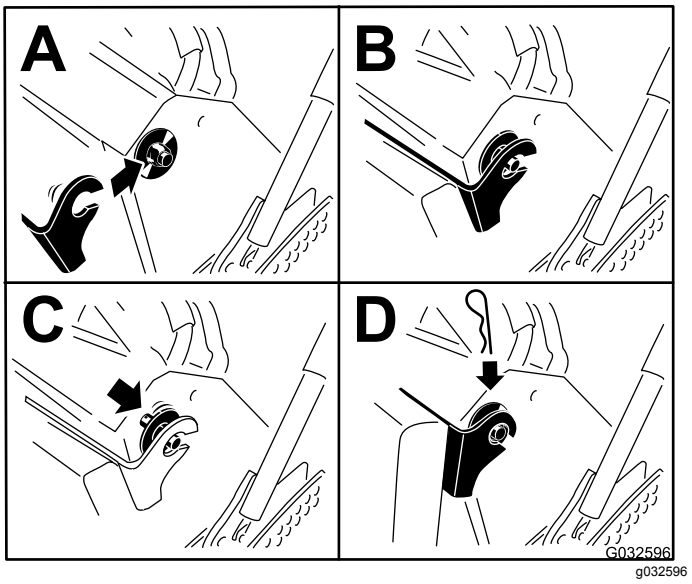

Bild 34
6. Heben Sie das Kissen an und schieben es an beiden Seiten der Maschine auf die Splints (Bild 34).
7. Schieben Sie die großen Scheiben mit den Kunststoffbüchsen in die Kissenhalterung und befestigen sie mit einem Splint (Bild 34).